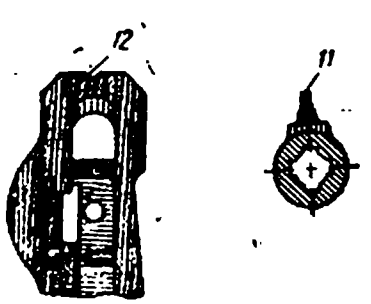

Рис. 3
1. Осветление вершины мушки или прорези на рамке (*11* и *12* на рис. 3).
2. Смятие или забоины на вершине мушки и стенках прорези на рамке (*11* и *12* на рис. 3).